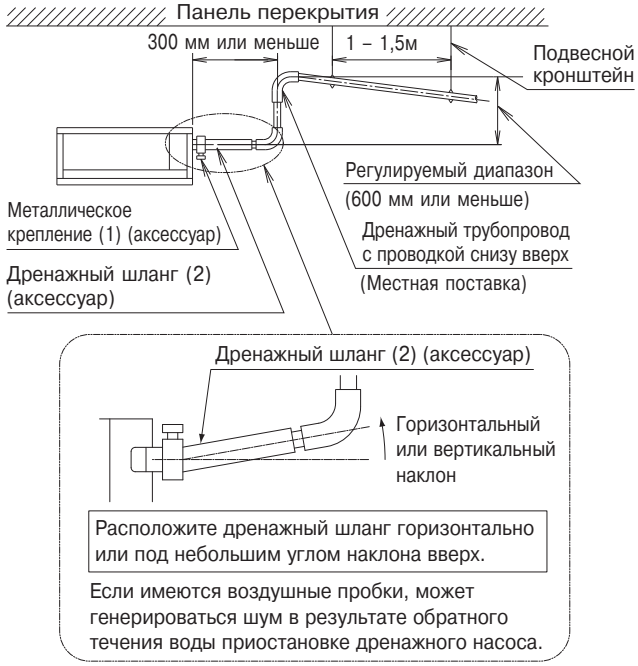

Рис. 13
- Установите дренажную трубу с проводкой вверх вертикально, и убедитесь в том, что она находится на расстоянии не более 300 мм от блока. **(См. рис. 13)**